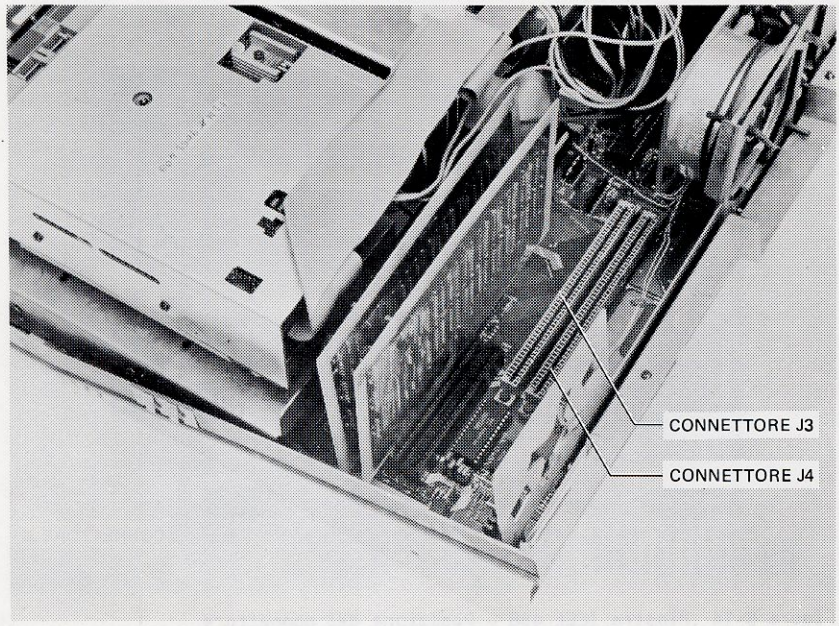

Figura B-13 Connettori per l'installazione della piastra interfaccia IEEE 488
2. Inserire la piastra IEEE 488 nel connettore J3 o in quello J4 (vedere Figura B-13) con il lato componenti rivolto verso la parte anteriore dell'unità.
2. Inserire la piastra nel connettore J3 o J4 (vedere Figura B-13) con il lato componenti rivolto verso la parte anteriore dell'unità.